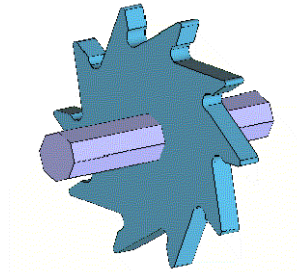

Figure 1. Contents of the "pieza.gid" file
1. From the **Files** menu, choose the option **Open**. Select the file named “pieza.gid” and click **Open**. The geometry in Figure 1 appears on the screen.